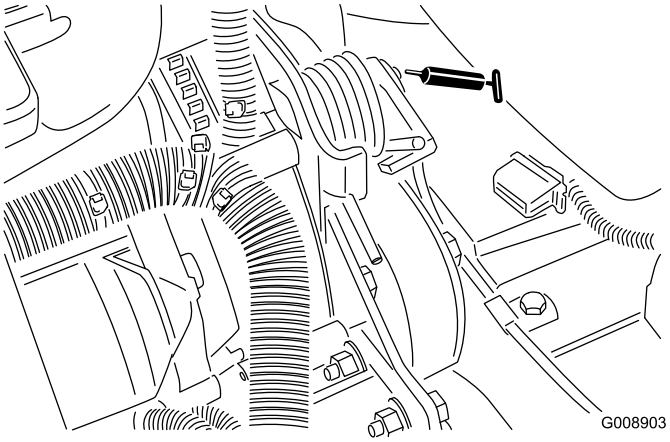

Figur 39
- Remspændingsdrejetap (Figur 39)